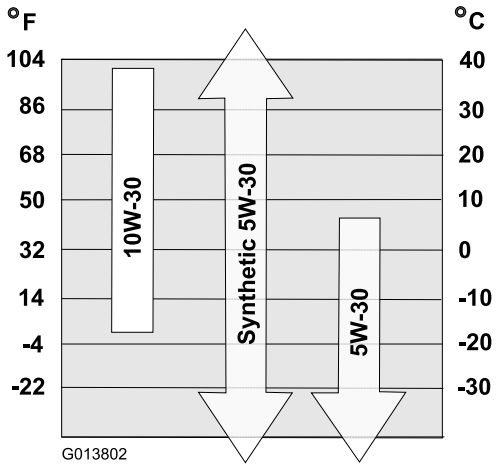

**Figur 21**
6. Brug Figur 21 nedenfor for at vælge den bedste olieviskositet til det forventede udendørs temperaturområde: